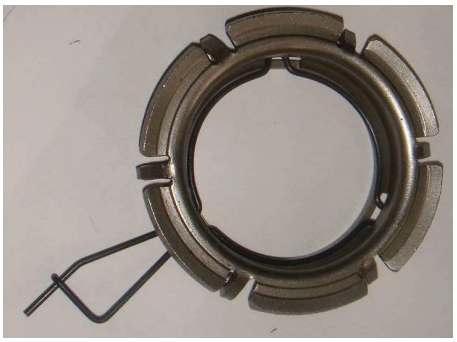

Рис. 3-10
(4) Трещины в нажимном диске.
(5) Сломан или отсутствует вкладыш выжимного подшипника (рис. 3-10).